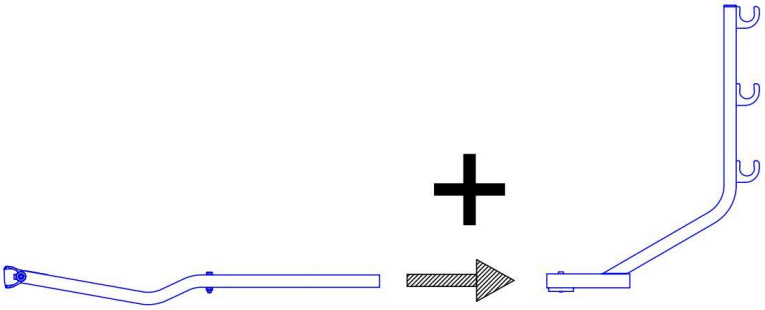

Figura 6 – Montaggio staffa più magnete
- Assemblare e/o regolare la staffa meccanica (agendo sulla vite a brugola) nel rispetto del P.M.O. e dell'intervia, nel caso di linee a doppio binario. Vedere ***figura 6***.